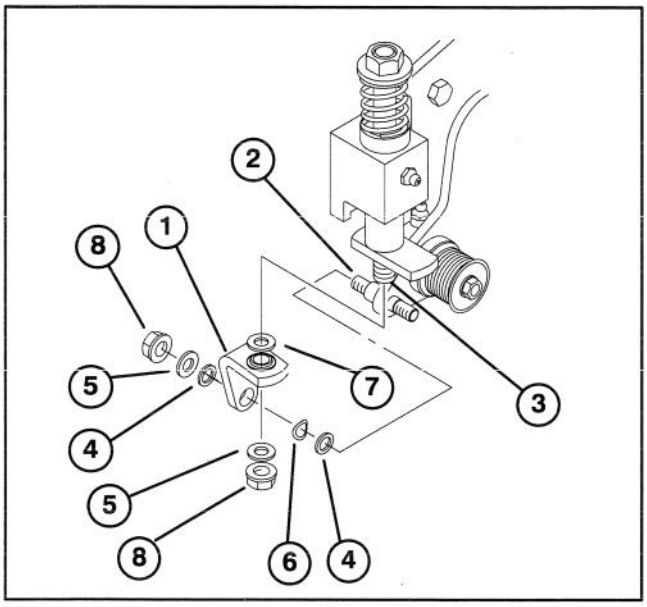

Figure 9
22. Repeat step 21 on left side of cutting unit using yellow plated pivot bracket (Fig. 9).